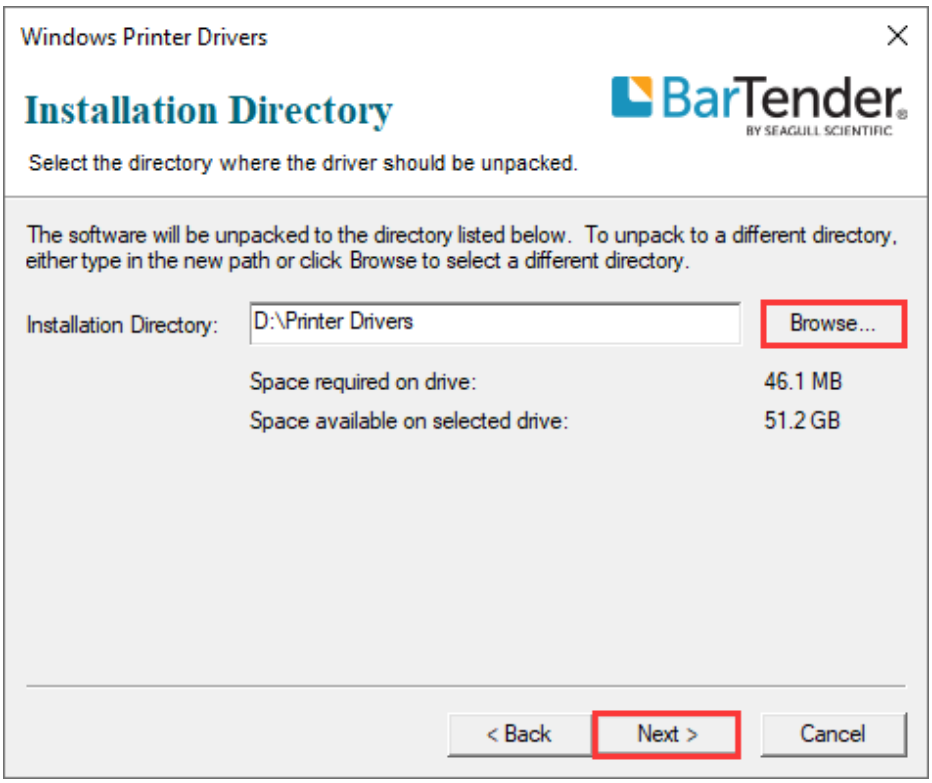

Figure 2-30 Installation Directory Screen
4. The "Installation Directory" screen displays. Click "Browse…" and select where the files will be installed, then click "Next", as shown in Figure 2-30.